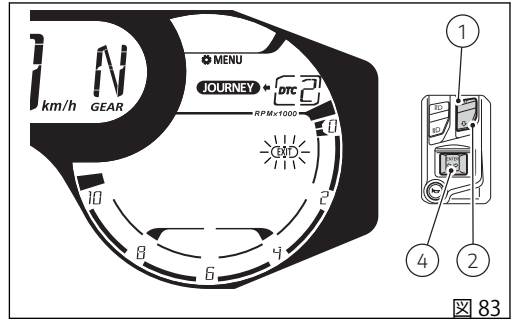

図 83
インストルメントパネルには新しく設定したレベルが表示され、“EXIT” の枠が点滅します (図 83)。この時点でボタン (4) を押すと、前の画面に戻ります。